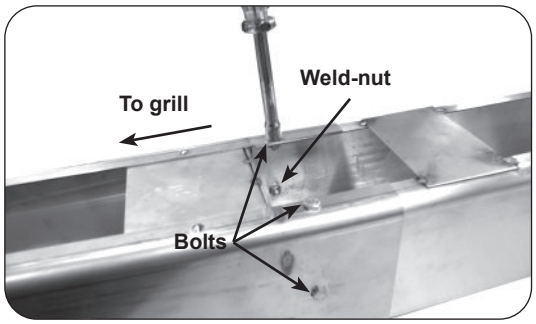

Fig. 25-2 Fasten extension to post
2. From outside the joined post and extension, insert one of the 1/4 X 20"-5/8 bolts (supplied) into each of the five (5) bolt holes and tighten each using a 7/16" socket driver or wrench (see Fig. 25-2).